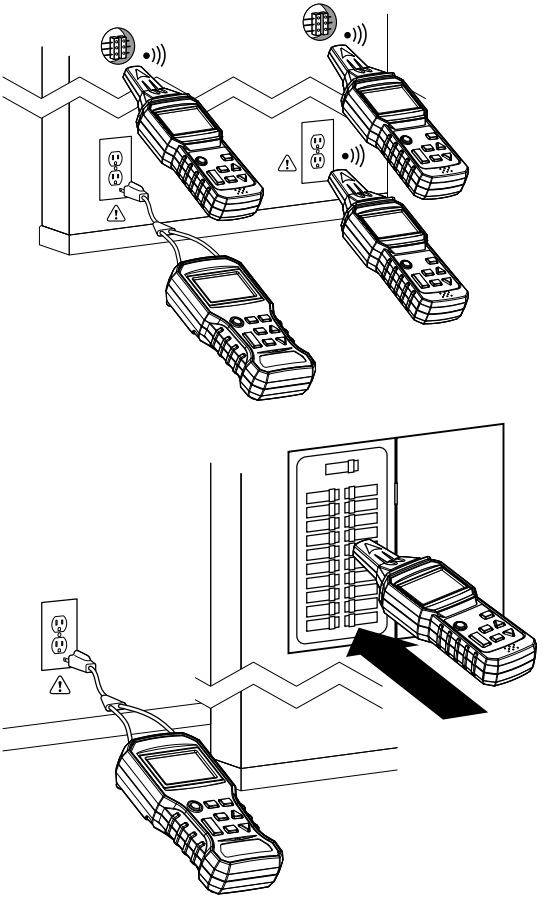

Figura 3 Dos ejemplos de puntos conectados que coinciden en un circuito.
4. Consulte la Figura 3 en la sección Ilustraciones de la aplicación para ver ejemplos.